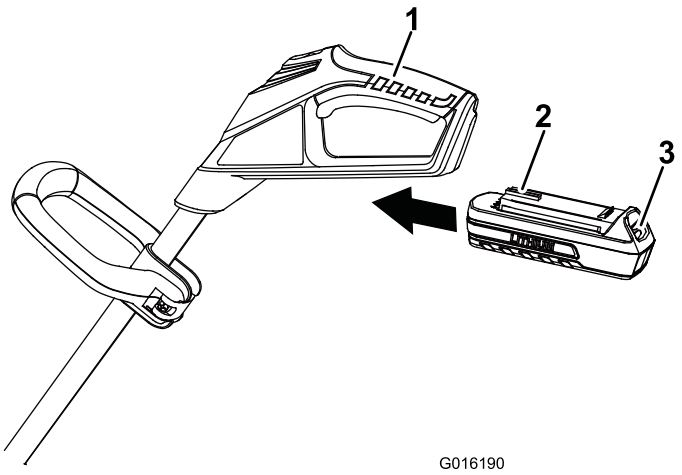

Figure 6
1. Align the tongue of the battery pack with the cavity in the handle housing (Figure 6).
2. Grasp the trigger handle (Figure 6).
4. To start the trimmer, slide the lock switch back to the On position, then squeeze the trigger (Figure 6).